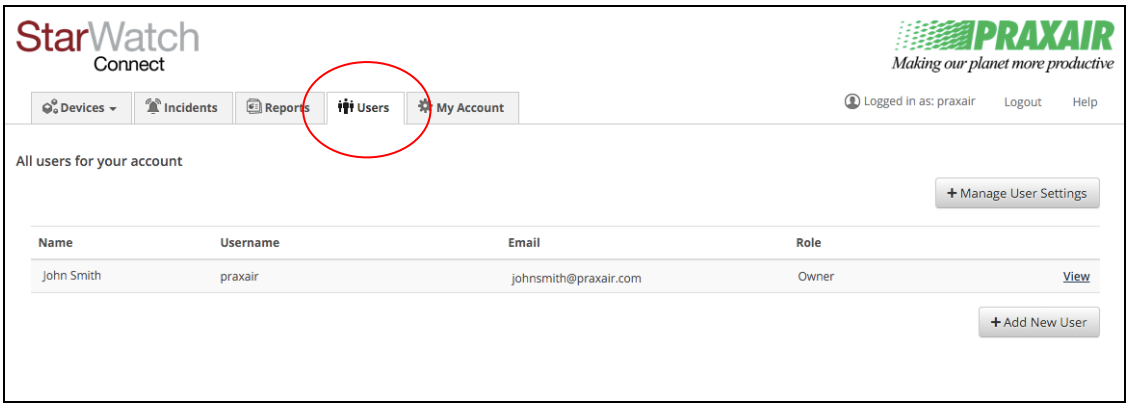

Figure 13: Users Screen Example
1. Select the Users tab, which displays a list of all users that have access to the *StarWatch* Connect account (see Figure 13).